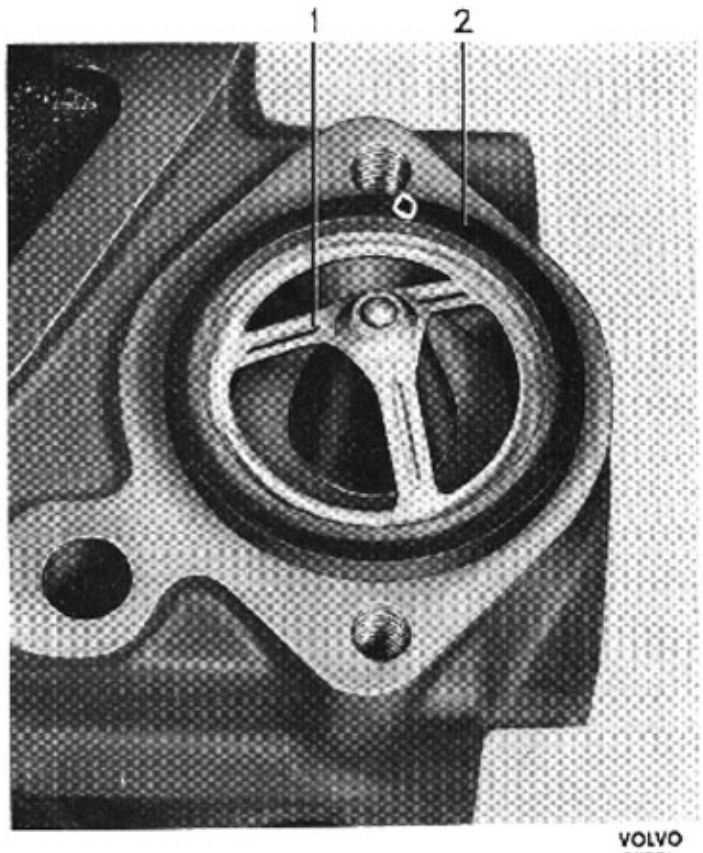

Bild 26-5. Byte av termostat
3. Byt ut termostaten (1, bild 26-5). Använd ny packning. Kontrollera ventilen på termostatens undersida genom att trycka in och släppa den fjäderbelastade ventiltallriken.